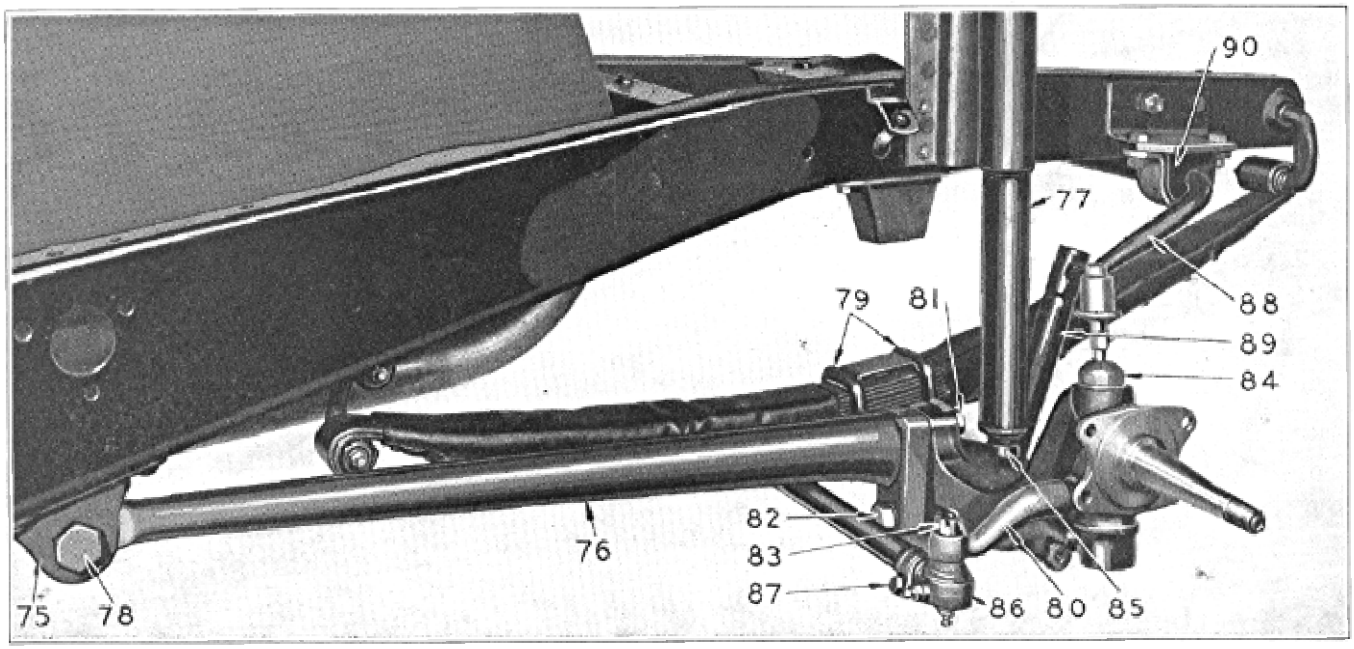

Figure 1
11. Remove tie rod and stud nuts (83, Figure 1), and disconnect tie rod from right and left steering arms.
12. Remove the cotter keys and nuts from the front ends of the steering arms (80, Figure 1) and remove the arms from the spindles.
13. Remove the oilers from the top of the pivot pin upper bushing (84, Figure 1).
26. Put spring U bolts, lower halves of spring seats and stabilizer link lower plates in place and install nuts on U bolts (79-Figure 1).
31. Remove nuts from U bolts (79-Figure 1.)